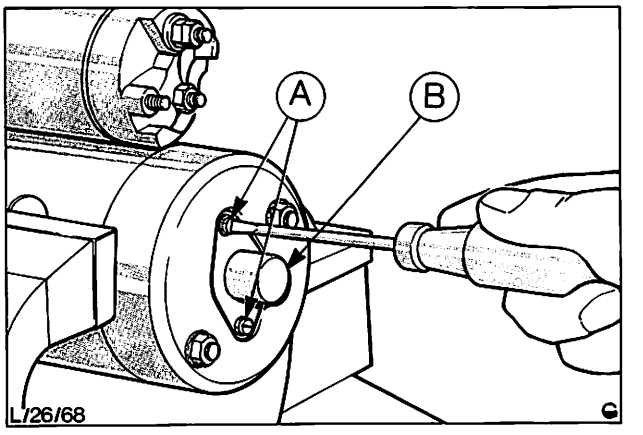

Abb. 103 A = Schrauben – Schutzkappe
24. Dichtung – Schutzkappe auf das Kollektorlagerschild auflegen, Ende der Ankerwelle etwas fetten (Lithium-Fett) und Schutzkappe mit zwei Schrauben montieren, Abb. 103.